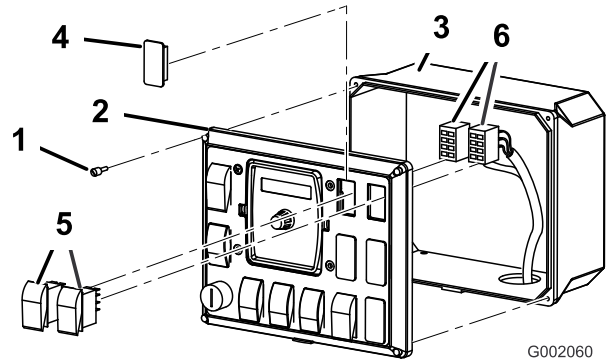

Figur 28
1. Lossa de fyra skruvar som fäster frontpanel på styrdosan (Figur 28).
2. Ta bort frontpanelen så att du kommer åt styrdosans insida (Figur 28).
3. Lyft upp och ta bort de två pluggarna från fordonets sprutkontrollpanel och montera de två medföljande vippomkopplarna på deras platser (Figur 28).